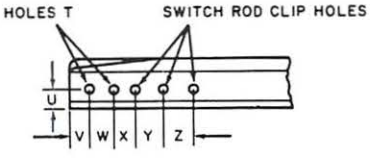

Figure 5. Switch Point Dimensions
c. Switch point dimensions U-V-W-X-Y-Z and sizes of holes T (see Figure 5).